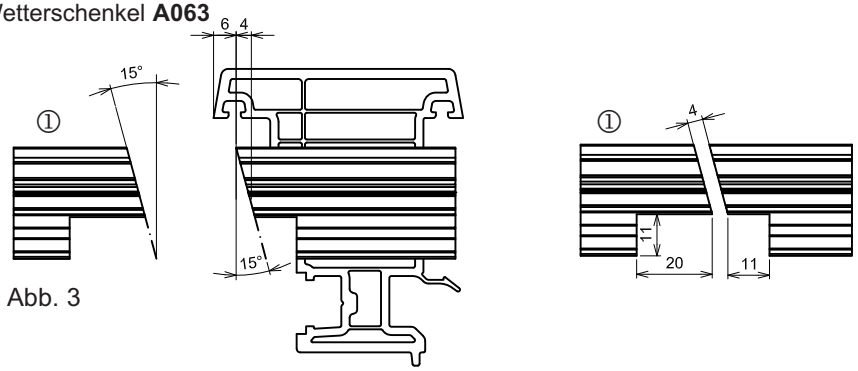

Abb. 3
- Das Zuschnittmaß des Wetterschenkels **1** A061 = FAM **– 54 mm.** Wetterschenkel A063 muss ausgeklingt werden (siehe Abb.3).
- Dichtung G060 (Länge = +6 - 4 = + 2 mm) **4** und G056 **5** (Länge = A063) in den Wetterschenkel **1** einziehen und an beiden Enden verkleben, siehe Abb. 3.